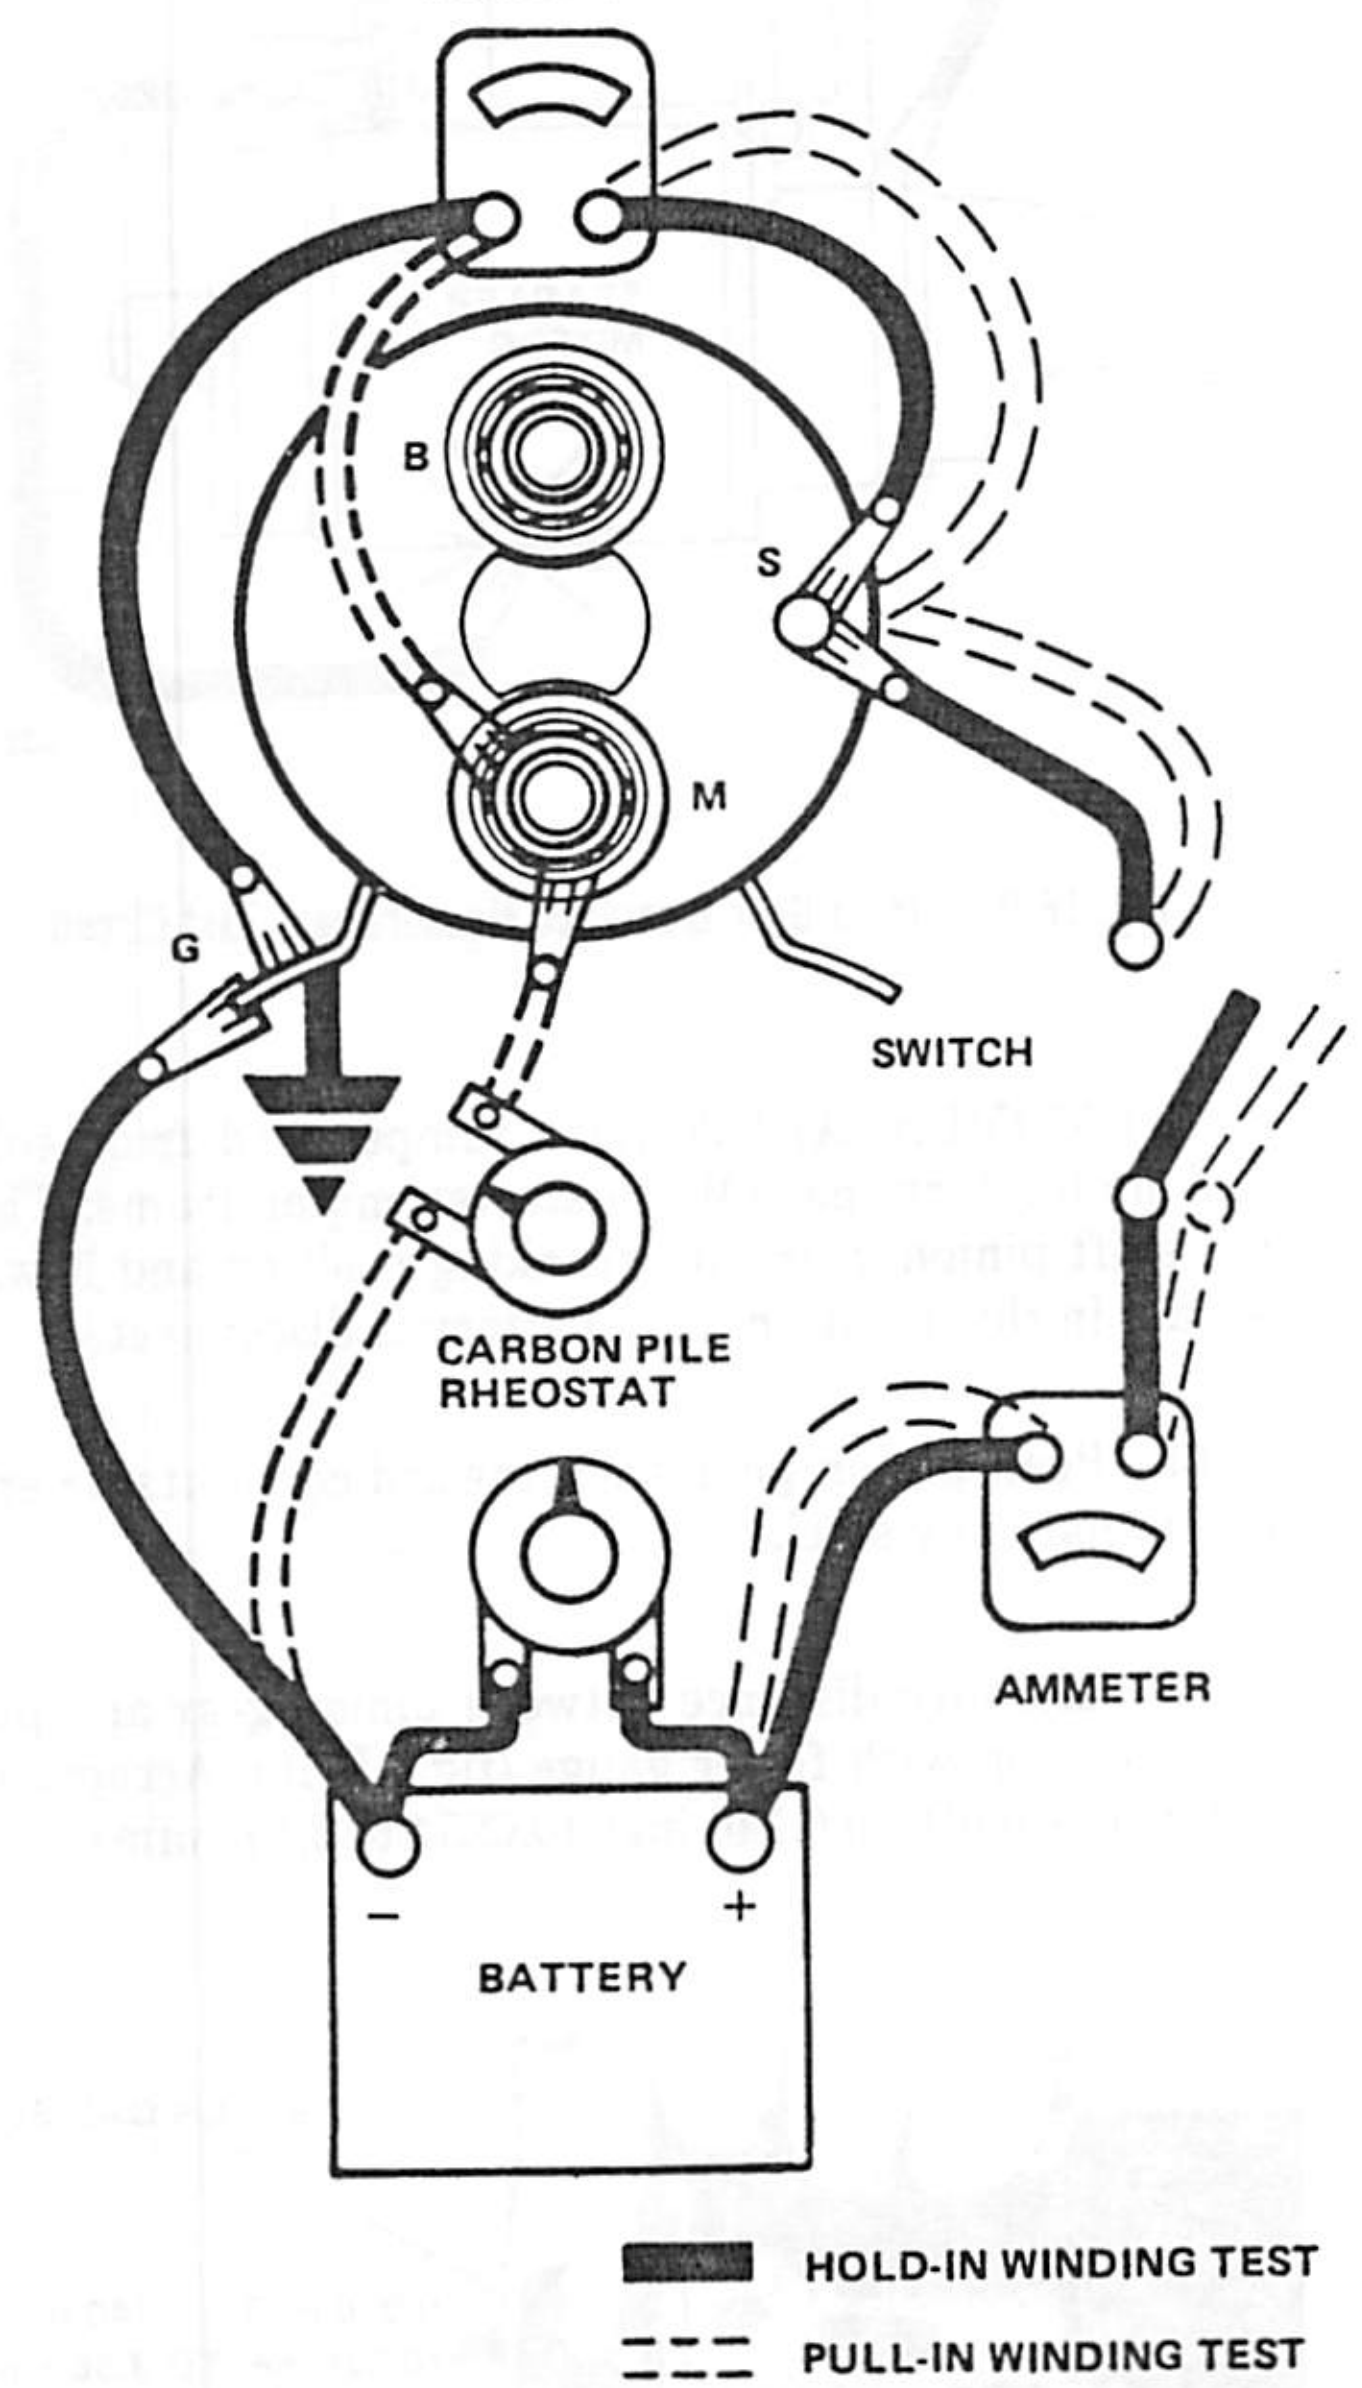

Fig. 1F-6 Solenoid Test Connections
(1) Shorts to grounds—Disconnect field winding ground connection. Connect one test lamp probe to motor frame and other to field winding connector. If lamp lights, field windings are shorted to ground and must be repaired or replaced. If windings are not shorted, reconnect winding to ground. This test cannot be made if ground connection cannot be disconnected.
(2) Open circuits—Connect test lamp probes to frame and field winding connector. If lamp does not light, field windings are open. If field windings are found to be defective, frame and field winding assembly must be replaced. Windings cannot be replaced separately because of integral frame construction.
- **Solenoid**—A basic solenoid circuit is diagramed in figure 1F-1. Solenoids can be tested electrically by connecting a battery of the specified voltage, a switch, and an ammeter to the two solenoid windings. With all wires disconnected from the solenoid, make test connections to the solenoid switch terminal and to ground to test the hold-in winding (fig. 1F-6). Use the carbon pile rheostat across the battery to decrease the battery voltage to the value listed in specifications. Compare the current flow with the value listed in Specifications. A high current flow indicates a shorted or grounded hold-in winding, and a low current flow indicates excessive resistance.
To test the pull-in winding, connect the battery across the solenoid switch (S) terminal and the Solenoid motor (M) terminal. To reduce the voltage to the specified value, connect the carbon pile rheostat between the battery and M-terminal as shown with dashed lines (fig. 1F-6) instead of across the battery as shown with solid lines. If not needed, connect a jumper directly from the battery to the M-terminal.